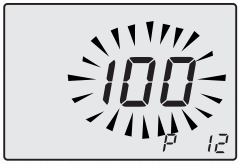

Fig. 7.47
- Scroll the various parameters using keys 15 or 16 until the letters **P12** are displayed on the LCD display and the value of the parameter (100=Inovia 25S ERP), indicating that ”parameter 12” (Fig. 7.47) has been activated.